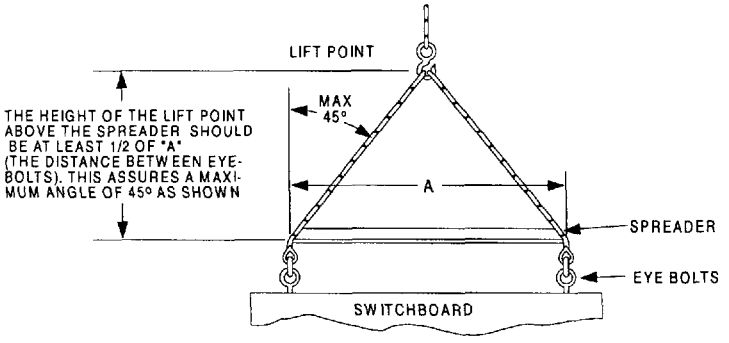
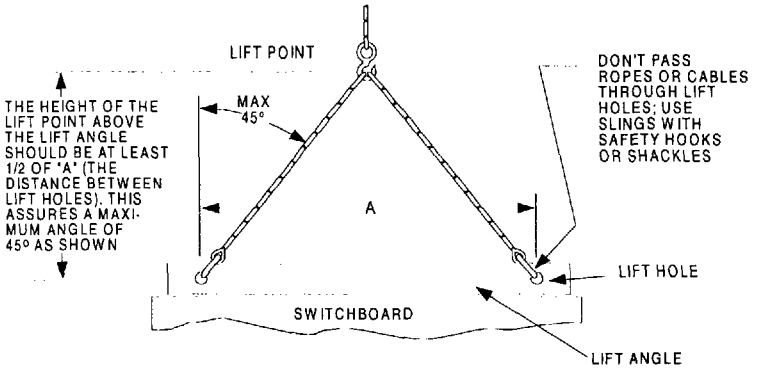
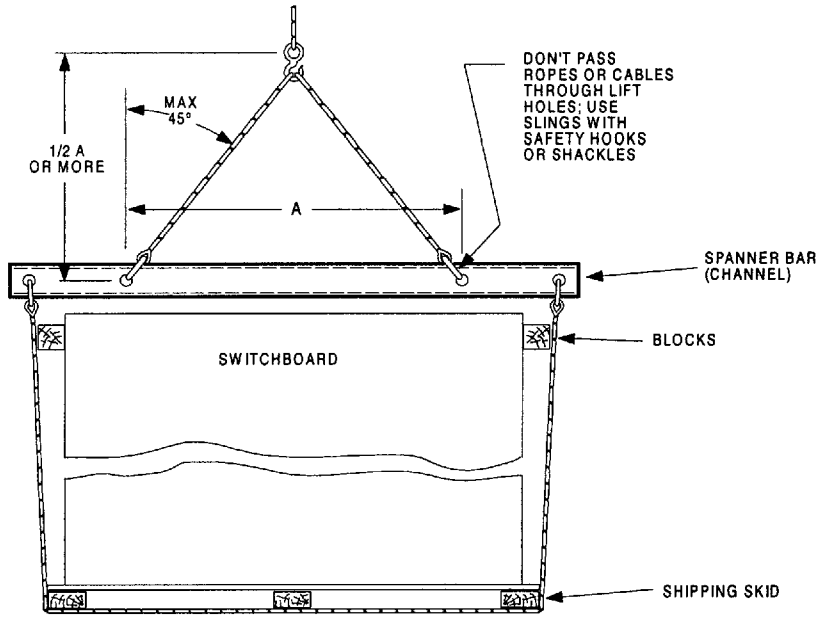

Figure 2-1
Figure 2-2
Figure 2-3
2.10 When it is necessary to move the switchboard between elevations without a suitable platform elevator, overhead hoisting may be required. Lifting plates and eye bolts (Figure 2-1), or channels, angles, or bars with lift holes (Figure 2-2) may be provided as a permanent or removable part of the switchboard. If they are not, cable, chain, or band slings (Figure 2-3) may be rigged around the switchboard.
2.10.1 Use rigid spreaders (Figure 2-1) or spanner bars (Figure 2-3) to provide the vertical lift on eye bolts and lifting slings to avoid crushing or otherwise damaging the frame or its finish. Lifting bars on long lineups may require additional spreaders to reduce the horizontal compressive force.